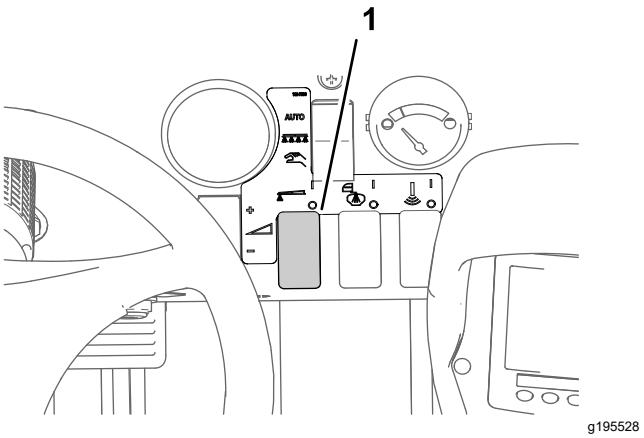

Figura 47
8. Utilize o interruptor da taxa de aplicação para atingir a pressão desejada, conforme indicado no Guia de seleção de bicos fornecido com o pulverizador (Figura 47).